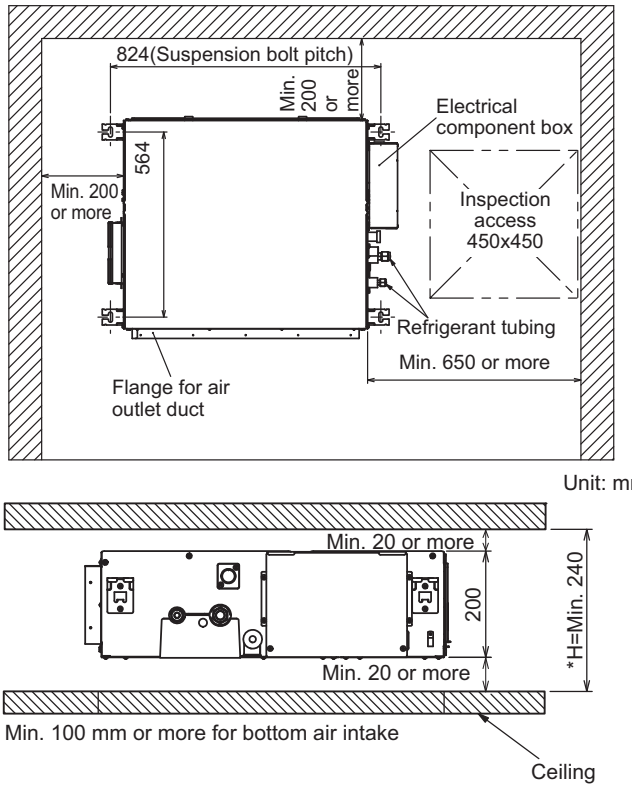

Fig. 2-133
- The minimum space for installation and service is shown in the diagram. (Fig. 2-133)
(1) When placing the unit inside the ceiling, determine the pitch of the suspension bolts referring to the dimensional data as shown in Fig. 2-133.